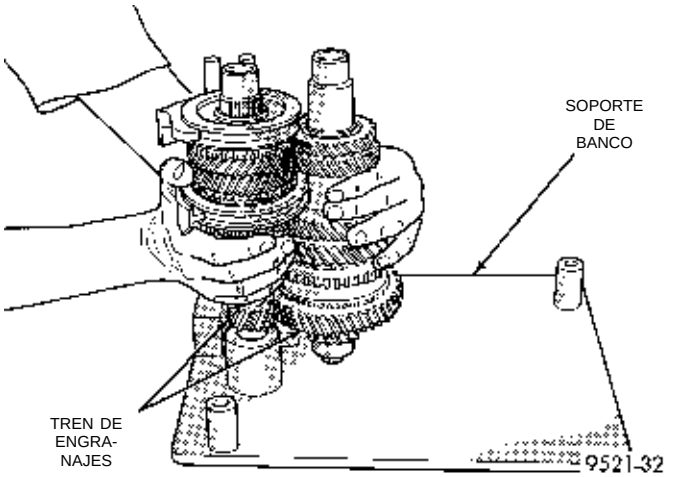

Fig. 57 Soporte de banco
(1) Verifique que los espaciadores del soporte de banco se retiren del mismo. Instale los ejes impulsor y de transmisión en el soporte de banco (Herramienta Miller Nº 6785) (Fig. 57).